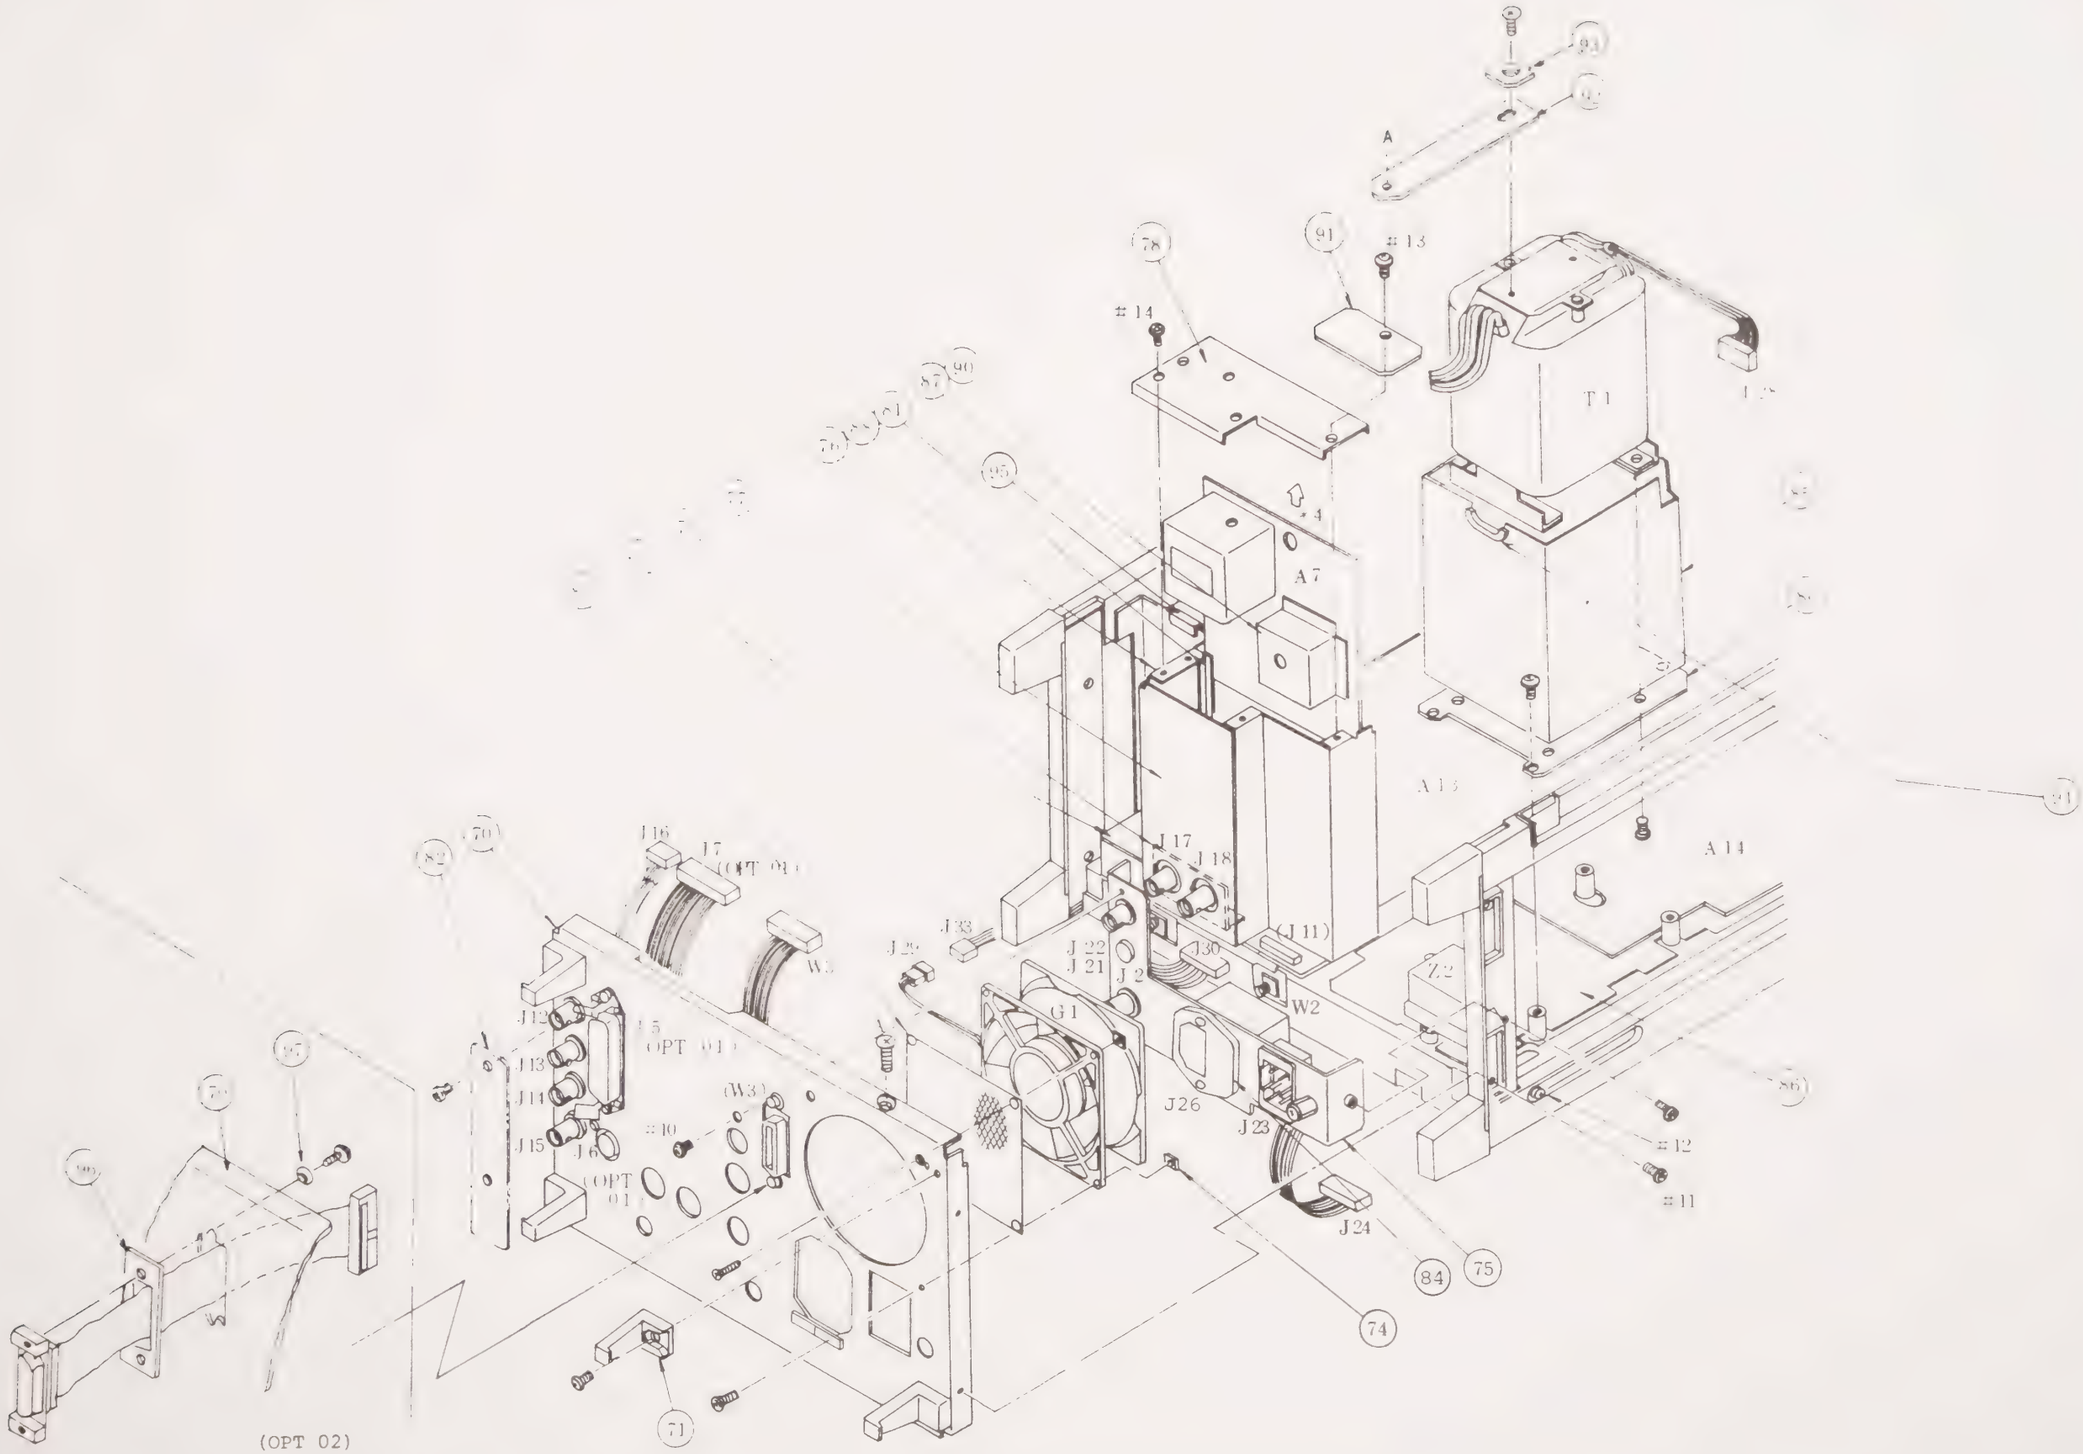

Fig. 2-4 Rear Panel Removal
2	Remove the rear panel (70) as described below by referring to Fig. 2-4.
2	Remove the A7 REF OSC as described below by referring to Fig. 2-4.
2	Remove the screw #13 and then remove the clamp (91) by referring to Fig. 2-4.
Table 2-4 Mechanical Parts List for Fig. 2-4